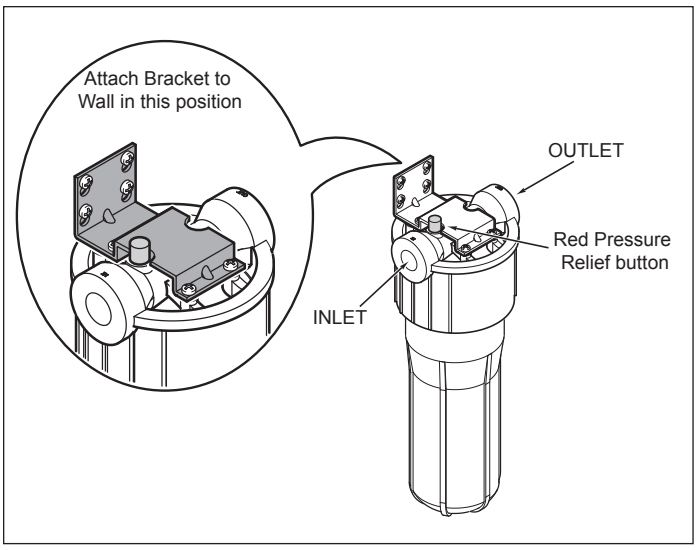

Figure 2. Mounting Bracket (Up Position ONLY)
- The mounting bracket supplied with the system must be mounted in the UP position (See Figure 2). The bracket comes with short screws for attaching to the head and long screws for attaching the bracket to the wall.
- The Head can be mounted with the inlet on the left or on the right. When the inlet is on the left, the red pressure relief button is on the left. Refer to Figure 2 for help in locating the Inlet and Outlet ports.
- The inlet water should only be connected to the “INLET” port on the Head. The filtered water should only be connected to the “OUTLET” port on the Head. See Figure 2.